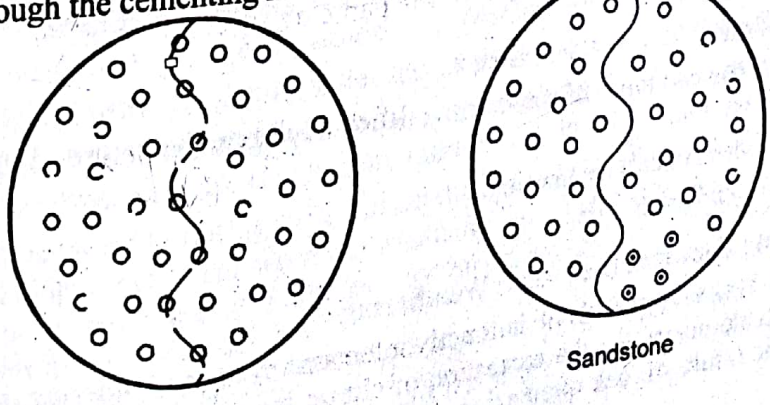

Fig. 17.4
5. Quartzite. Quartzite is a fine grained metamorphic rock, formed by thermodynamic metamorphism of sandstone. It is characterised by the tendency of the rock to fracture through the grains and not through the cementing material (as in the case of sandstone) as shown in Fig. 17.4.